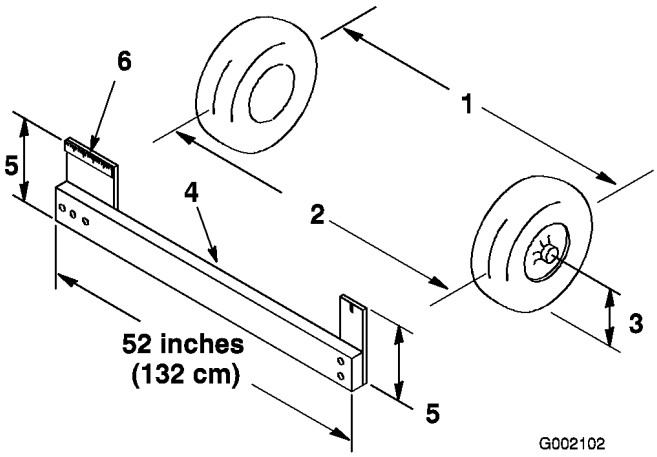

Figur 11
1. Mät avståndet mellan de båda framhjulen vid axelhöjd, både framtill och baktill på hjulen (Figur 11). En fixtur eller en justeringsmätare behövs för det bakre måttet på framhjulen vid axelns höjd. Använd samma fixtur eller justeringsmätare för att noggrant mäta framdelen på framhjulen vid axelhöjd (Figur 11).